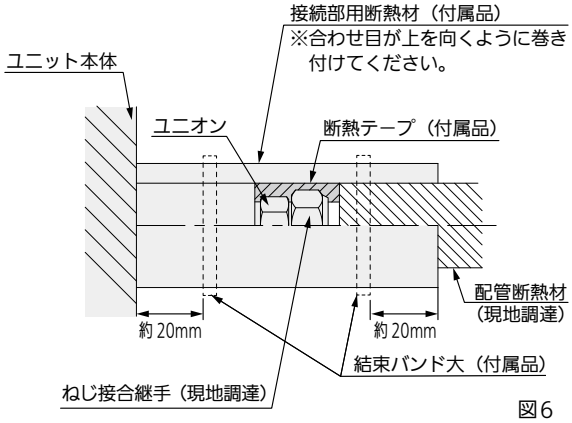

図6
- 図 6 に従って液管・ガス管とも、断熱してください。ねじ接合継手部に断熱テープ（付属品）を巻き付けてください。配管接続部には接続部用断熱材（付属品）を隙間がないように巻き付け、結束バンド大（付属品）で締め付けてください。結束バンドの余分な部分は切断してください。